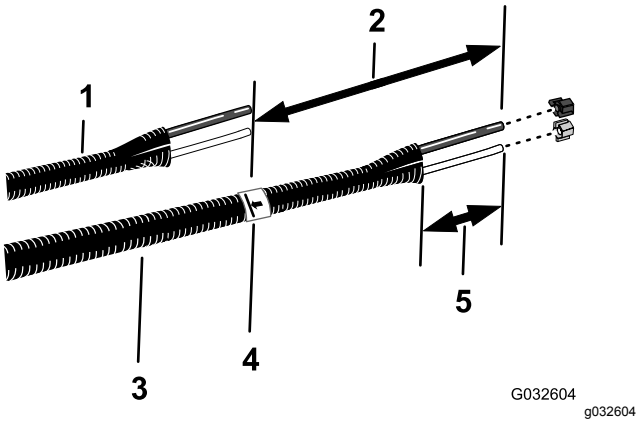

Figur 22
6. Juster de gamle væske- og luftrør (Figur 22), så de passer med den nye rørsamling (Toro-delnr. 114-9553).
8. På den nye rørsamling tilføjes 26 cm længde fra det mærke, du lavede i trin 7, rørsamlingen markeres, og rørene skæres over ved det andet (længere) mærke (Figur 22).
10. Fjern 77 til 102 mm af beklædningen omkring hver ende af rørsamlingen (Figur 22).